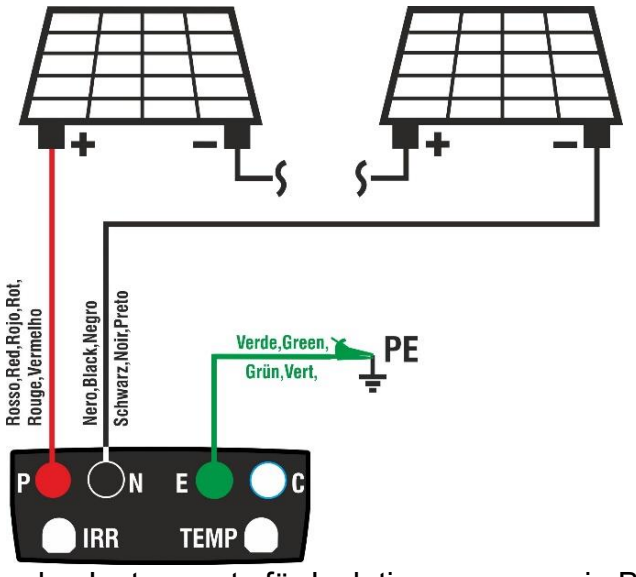

Abb. 9: Verbindung des Instruments für Isolationsmessung in Betriebsmodus GF
8. Verbinden Sie das Instrument mit dem zu prüfenden PV-String, wie in der Abb. 9 gezeigt. **Bitte beachten Sie, dass eventuelle, mit den Kabeln des Strings verbundenen Überspannungsableiter abgetrennt werden müssen, und dass es empfohlen ist, die Messung vor eventuellen Blockdioden durchzuführen.**